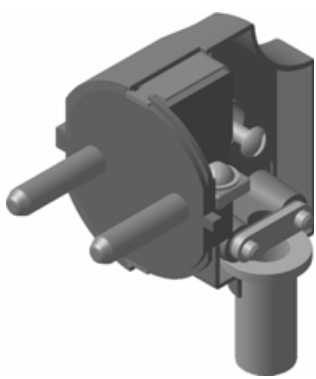

Рис. 7.77
- С помощью двух сопряжений **Соосность** и **Совпадение** определите точное положение детали в сборке (рис. 7.77).